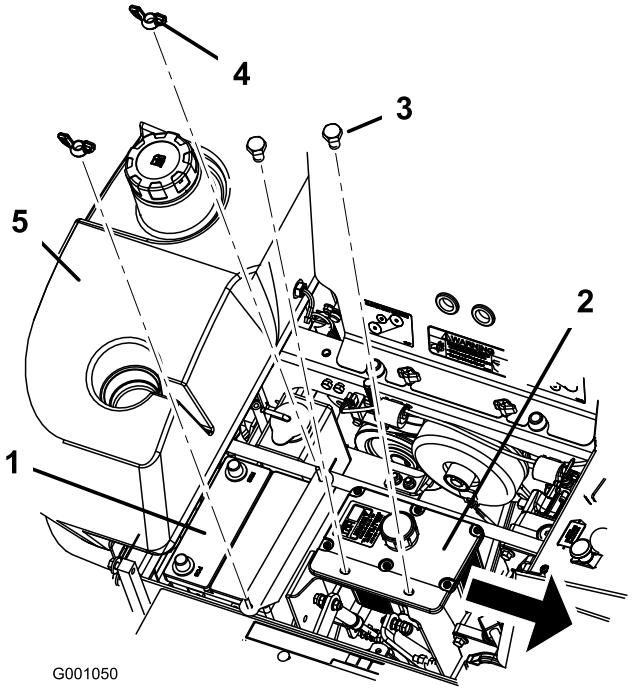

**Figuur 46**
6. Maak beide vleugelmoeren los (1/4 inch) waarmee de accuklembeugel is bevestigd (Figuur 46.
7. Draai de twee bouten los waarmee de hydraulische tank is vastgezet (Figuur 46).
1. Plaats de accu in een bak met de accupolen van de hydraulische tank af (Figuur 46).
6. Zet de accu vast met J-bouten, een bevestigingsband, 2 ringen (1/4 inch) en 2 vleugelmoeren (1/4 inch) (Figuur 46).